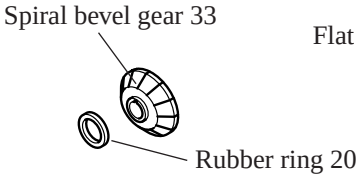

Fig. 8
1) Assemble rubber ring 20 to spiral bevel gear 33. See Fig. 8.